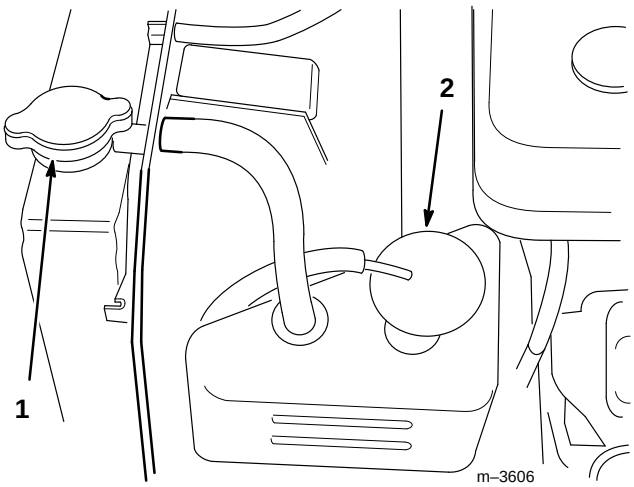

Figure 32
2. Retirer le bouchon du radiateur et du vase d'expansion (Fig. 32).